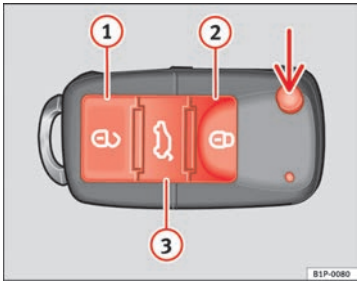

Fig. 64 Assignment of buttons on the remote control key
Using the button ⇒ fig. 64 (arrow) on the control, the key blade is released.
Unlocking the vehicle ⇒ fig. 64 (1).
Locking the vehicle ⇒ fig. 64 (2).
Unlocking the tailgate. Press button ⇒ fig. 64 (3) until all the turn signals on the vehicle flash briefly. When the unlocking button (3) is pressed, you have 2 minutes to open the door. Once this time has passed, it will lock again.
Also, the battery indicator on the key ⇒ fig. 64, will flash.
When the button ⇒ fig. 64 (1), is pressed once, the driver door is unlocked, all others remain locked.
Press the button ⇒ fig. 64 (1) twice to unlock all doors.
– Press the 🔓 ⇒ page 107, fig. 64 button on the remote control.